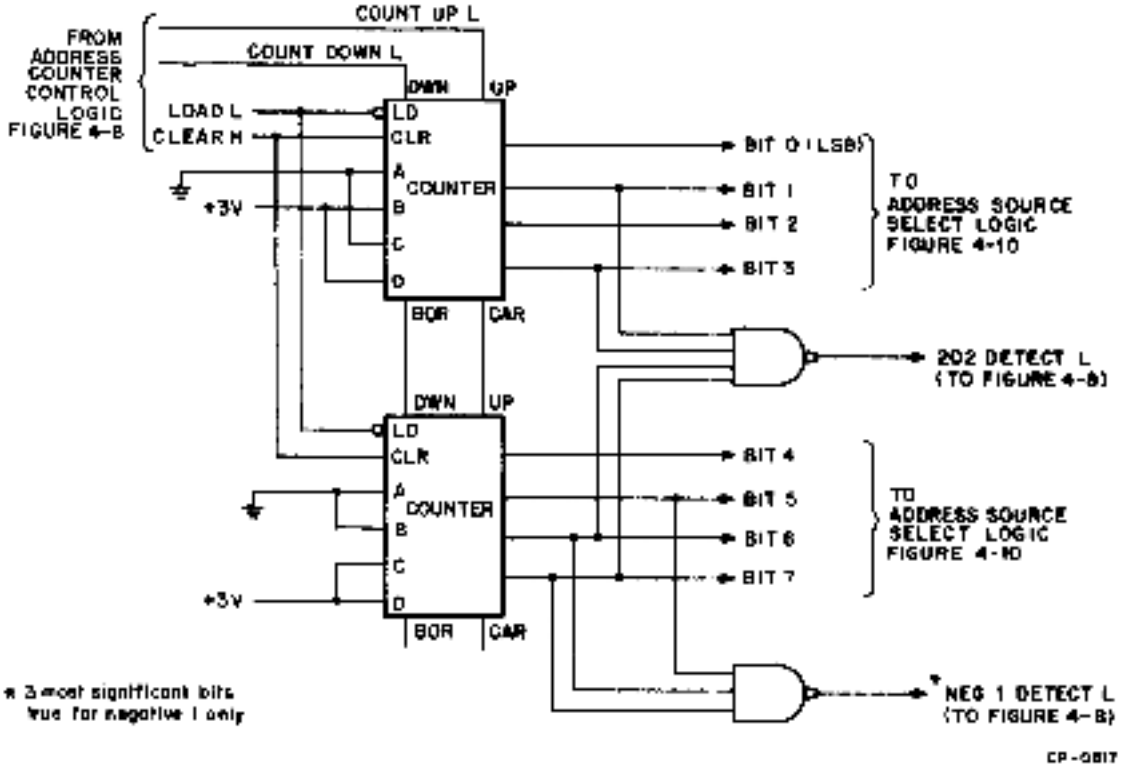

Figure 4-9 Address Counter Logic
4.3.2.3 Address Counter – The address counter (Figure 4-9) can count up from 0 to 202 and count down from 202 to minus 1. When the **CLEAR H** input asserts, the counter clears to a count of 0. When the **LOAD L** input asserts, the counter sets to a count of 202. When the counter reaches a count of 202 or minus 1, the respective count detect line asserts.